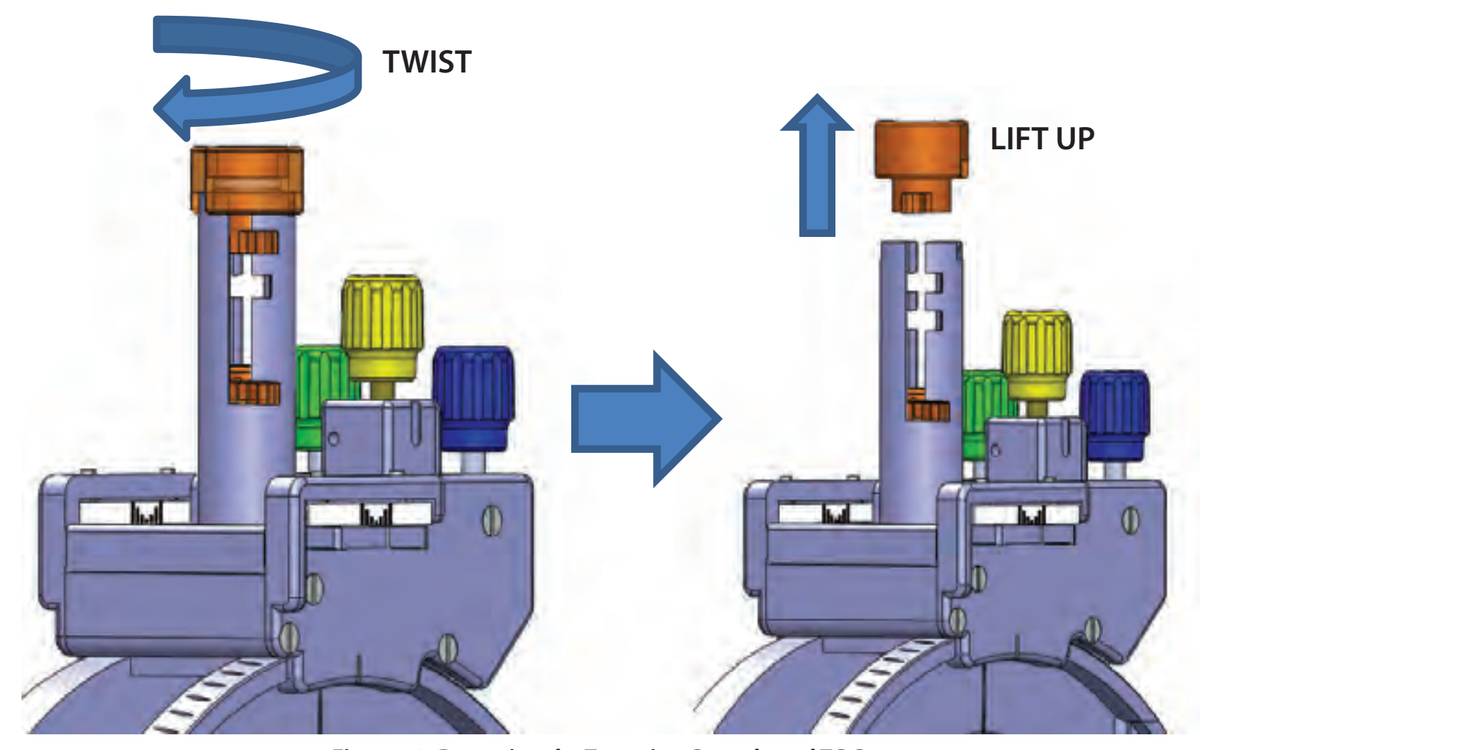

Figure 13: Removing the Targeting Cannula and TC Cap
3. Twist the Removable Cap so that the Tabs disengage from the TC Support Slots. **See Figure 13**. Then, pull the Cap away from the TC Support.